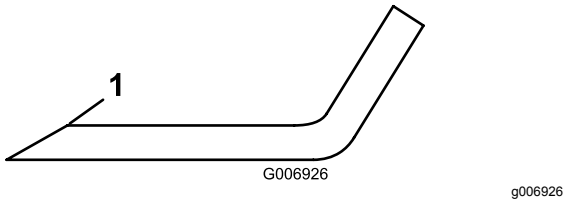

Figur 85
3. Undersøg alle skæreknivenes skær. Slib skærene, hvis de er sløve eller hakkede. Slib kun toppen af skæret, og bevar den oprindelige klippevinkel for at sikre, at skærekniven er skarp (Figur 85). Skærekniven bevarer balancen, hvis der fjernes samme mængde metal på begge skær.